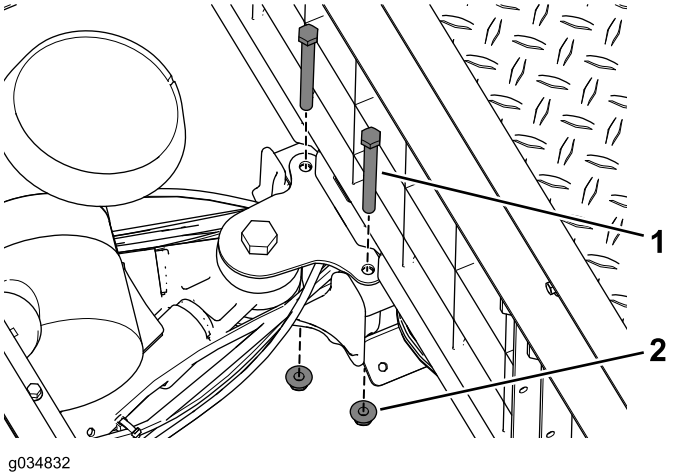

Рисунок 19
6. Выверните болты и фланцевые гайки, которые крепят опору поворотного рычага к центральному швеллеру (Рисунок 19).